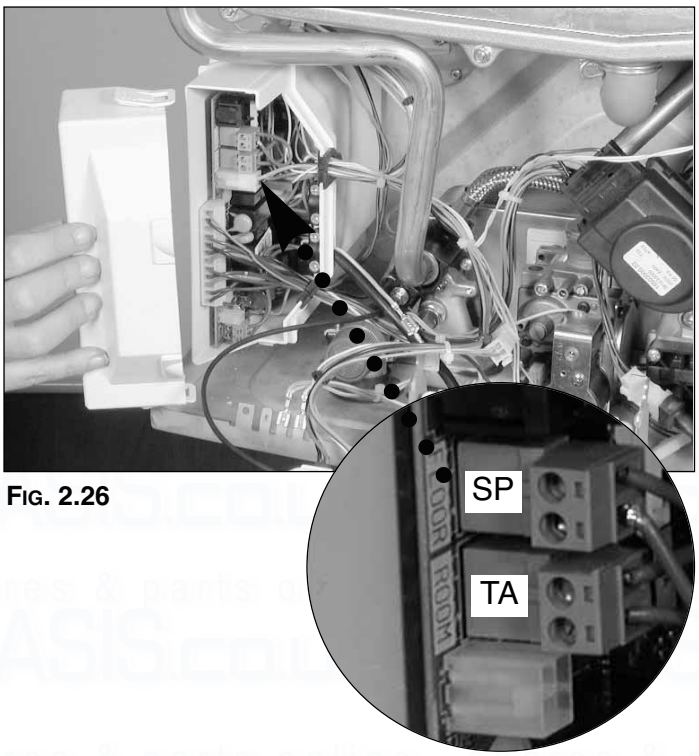

FIG. 2.26
1. Remove the cover of the main PCB box **(Fig 2.26)**.